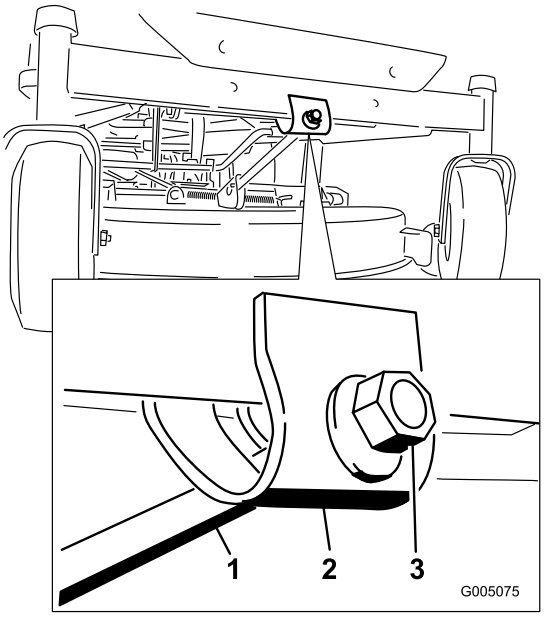

Figura 55
6. Per regolare l'inclinazione longitudinale della lama, ruotate il dado di regolazione nella parte anteriore del tosaerba (Figura 55).